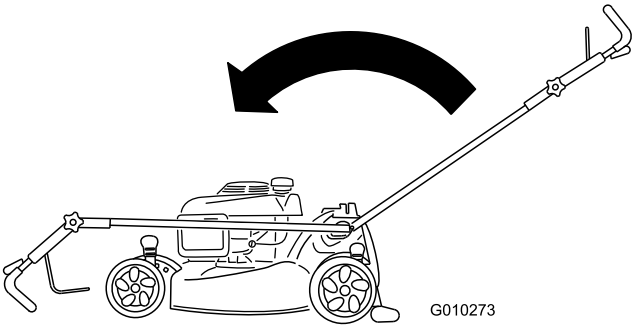

Figur 51
2. För handtaget så långt framåt det går och lossa det övre handtagsvredet (Figur 51).